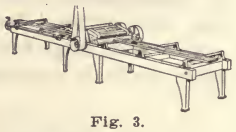

Fig. 3.
6. **Edging.**—Many of the boards when cut from a log have rough edges. These edges can be made parallel and square by running the boards through an edger. See Fig. 3. In small mills, an edger, consisting of one saw, is used, but for speed and accurate work a gang edger, consisting of two or more saws in the main frame of the machine is employed.